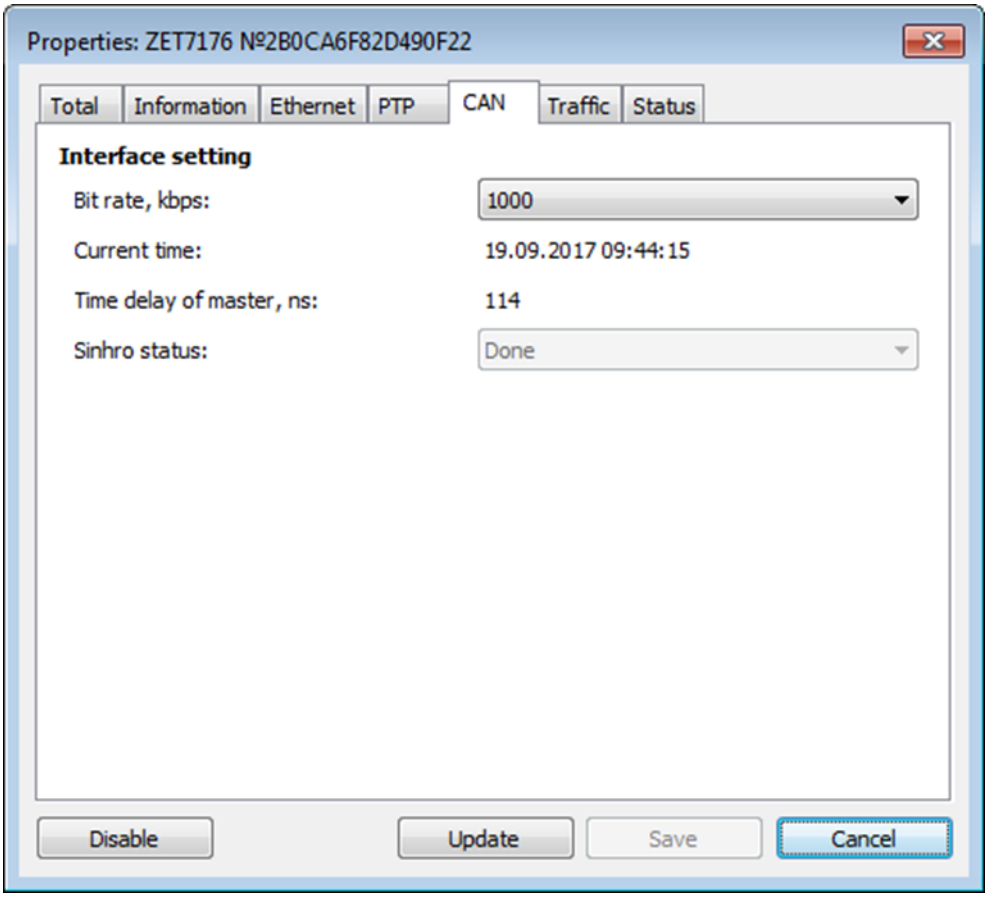

Figure 2.8 «CAN» tab.
- Select the bit rate in accordance with the applicable requirements in the “Bit rate, kbps” field of “CAN” tab (*Figure 2.8*).